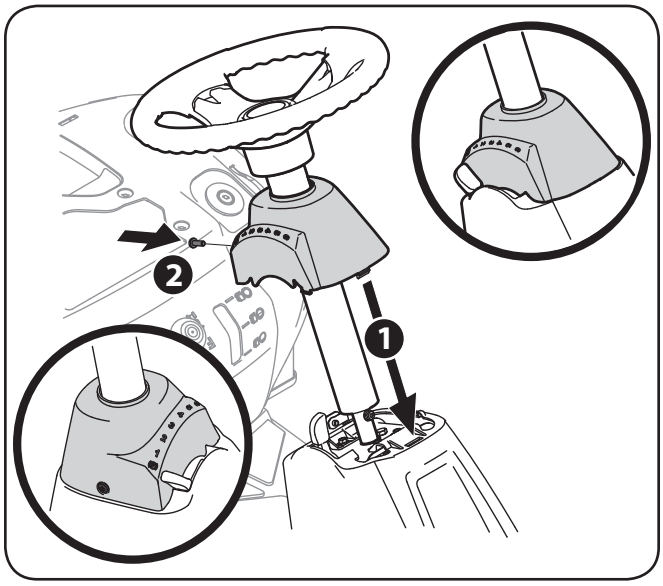

Figure 3-3
7. Glissez le couvercle vers le bas sur le tracteur (1) et tourner legerement vers la droite et emboîtez en place. Fixer la colonne avec la vis hexagonale (2) retirées précédemment. Voir la Figure 3-3.